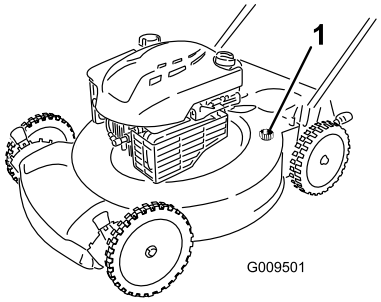

Figura 30
4. Introduzca una manguera de jardín conectada a un grifo en el orificio de lavado de la carcaza del cortacésped (Figura 30).